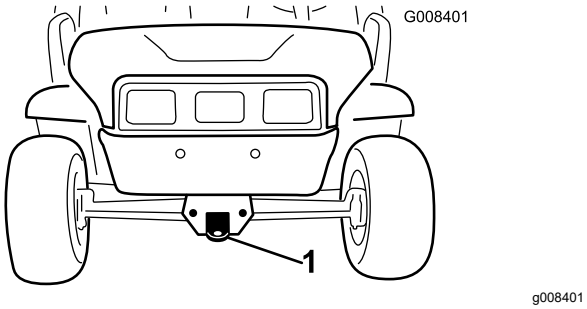
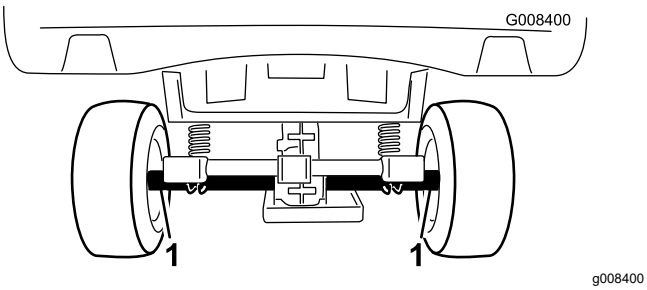

Figur 22
Figur 23
Använd en släpvagn med ramper i fullbredd om du ska flytta maskinen långt. Bind fast maskinen ordentligt på släpet. Se Figur 22 och Figur 23 för fästpunkternas placering på maskinen.
2. Fäst en bogserlina i bogseröglan framtill på maskinens ram (Figur 22).